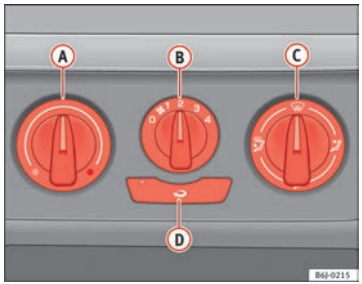

Fig. 100 Heating controls on the dash panel
– Turn the temperature selector (A) ⇒ Fig. 100 anticlockwise.
– Turn blower switch (B) to any of the head settings 1 -4.
– Set the airflow to the desired direction using air distribution control (C).
– Turn the temperature selector (A) ⇒ Fig. 100 clockwise to select the desired temperature.
– Turn the temperature selector (A) ⇒ Fig. 100 clockwise to reach the maximum temperature.
– Turn the blower switch (B) to setting 4.
– Close outlet (3).
– Open and turn outlet (4) towards side windows
– Turn the temperature selector (A) ⇒ Fig. 100 to the heating area. ▶
– Turn blower switch (B) to any of the head settings 2 -3.
– Close outlets (3)
– Open and turn outlets (4) towards side windows.